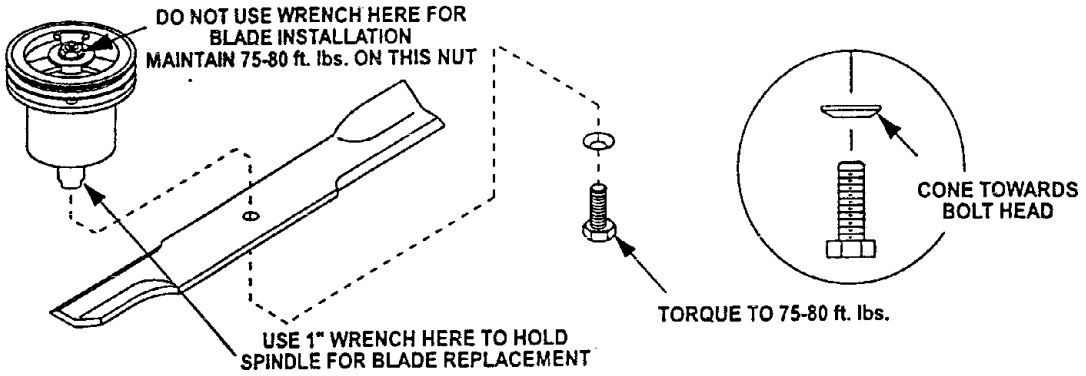

FIG. 4
g) Re-install the blades (if they were removed) and torque blade bolts to 75-80 ft.lbs. Be sure the spring disk washer cone is installed toward the bolt head (See Figure 4).